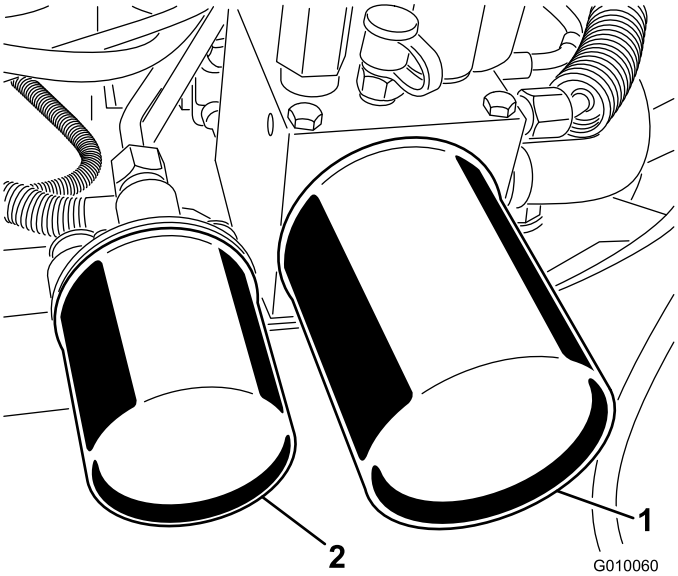

Figur 59
2. Stil et aftapningskar under filterne, fjern de gamle filtre, og tør filteradapterpakningens overflade ren (Figur 59).